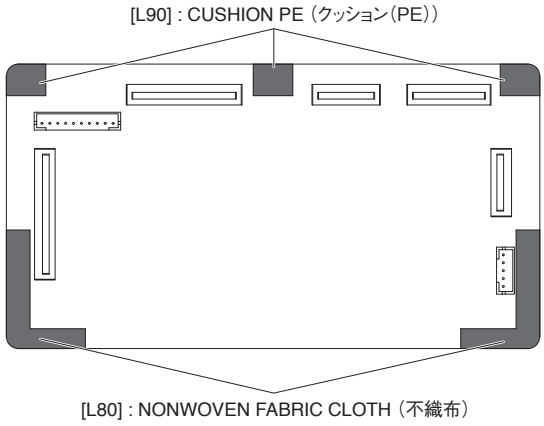

Fig. 2（図2）
* ***The two (2) nonwoven fabric cloths marked [L80], three (3) cushions marked [L90] are not parts of the DM circuit board. When replacing the DM circuit board, be sure to remove these parts and attach them to the new DM circuit board. (Fig. 2)***
※ **[L80]の不織布2枚、[L90]のクッション3枚はDMシートの構成部品ではありません。DMシートを交換する際には必ずこれらを取り外し、新しいDMシートに取り付けてください。(図2)**